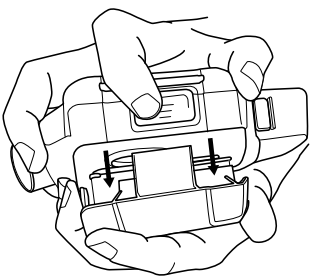

Fig. 7 Cómo quitar el conjunto del filtro/cubierta del motor/soplador
- Sujete la unidad hacia abajo de tal forma que la parte posterior (lado de la correa) quede frente a usted y el filtro y la cubierta queden hacia abajo para ayudar a reducir al mínimo la posibilidad de contaminación de la entrada del motor y soplador (Fig. 7).